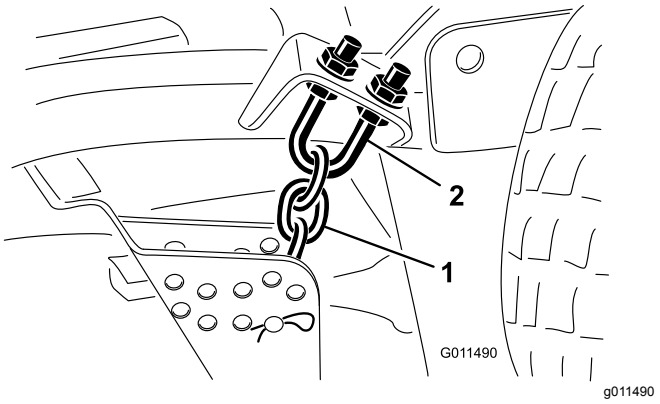

Figuur 103
1. Draai de contramoeren op de bovenkant of de onderkant van de veerstrop van de maaihoogteketting los (Figuur 103).